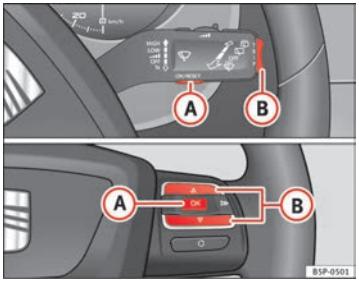

Fig. 39 Rocker buttons A and B. Steering wheel controls.
A **Service pre-warning** will appear in the mileage displays if a service is due soon. A “spanner” symbol appears and the display “km” with the distance that can be driven until the next service appointment is due. The display will change after approximately 10 seconds. A “clock symbol” appears and the number of days until the service appointment should be carried out. The following message is shown in the dash panel display: **SERV. IN ... KM OR ... DAYS**. The service message will disappear approximately 20 seconds after the ignition is switched on or the engine is running. The normal display can be resumed by pressing the reset button on the trip counter or by pressing the rocker switch of the MFI ⇒ fig. 39 (B).
– When the ignition is on, briefly press button ⇒ page 61, fig. 39 (A) on the windscreen wiper lever to change from one memory to another or press button (A) on the steering wheel controls ⇒ page 61, fig. 39.